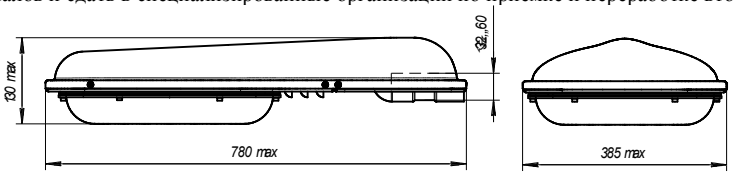

Рис.1
1.1. Светильник серии GALAD ПОБЕДА LED (рис.1) со светодиодными источниками света устанавливают на опорах с Г-образным кронштейном диаметром от 32 до 60 мм под углом 15…20 град. к горизонту и предназначены для освещения улиц, дорог со средней и низкой интенсивностью движения транспорта, автостоянок, железнодорожных платформ, дворовых территорий и т.п.